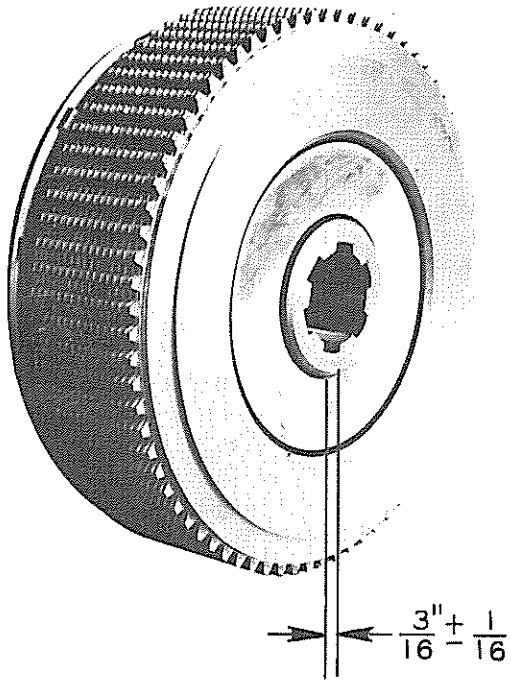

FIG. 20
12. Run the nuts down on the studs until completely compressed and see if the shifter plate is in $\frac{3}{16}$" plus or minus $\frac{1}{16}$" from the outside surface of the hub, as shown in Fig. 20.